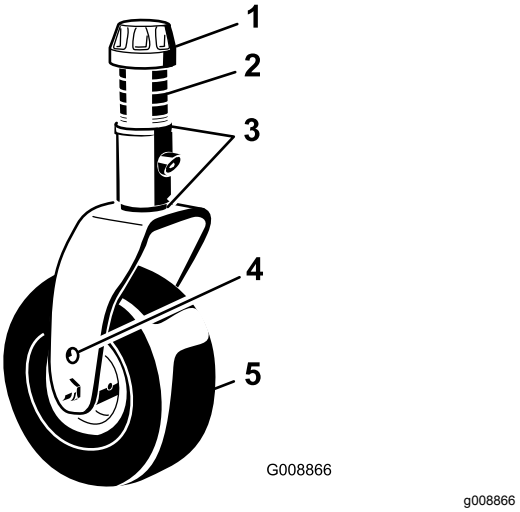

Figur 18
3. Fjern strammehætten fra spindelakslen (Figur 18), og lad spindlen glide ud af styrehjulsarmen. Sæt de to afstandsstykker (3 mm) på spindelakslen, som de sad oprindeligt. Disse afstandsstykker skal opnå et vandret plan på tværs af hele bredden af klippeenhederne. Sæt det passende antal 13 mm afstandsklodser (se diagrammet herunder) på spindelakslen for at opnå den ønskede klippehøjde. Sæt derefter spændeskiven på akslen.